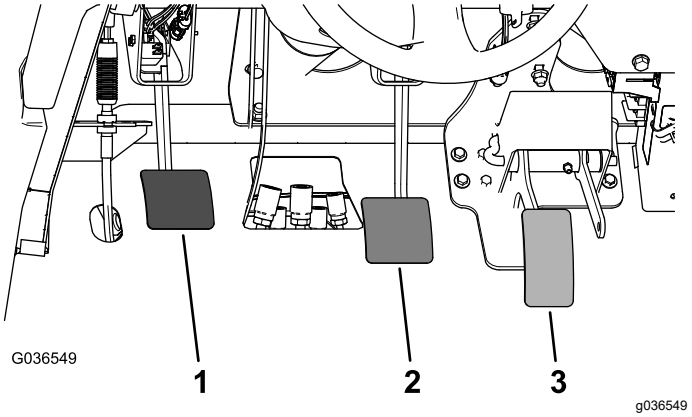

Figur 59
2. Løft op i bremsepedalen (Figur 59), indtil den berører stellet.
3. Løsn kontramøtrikkerne, der fastgør gaflen til hovedcylinderakslen (Figur 59).